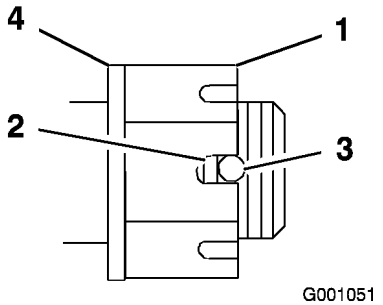

Figur 50
4. Dra åt spårmuttern till 170 Nm (Figur 50).
5. Kontrollera avståndet från spårets botten i muttern till hålets innerkant. Högst två gängor ska synas (Figur 50).
7. Dra åt spårmuttern till 170 Nm (Figur 50).
8. Dra åt muttern tills nästa uppsättning spår är i linje med hålet i axeln (Figur 50).